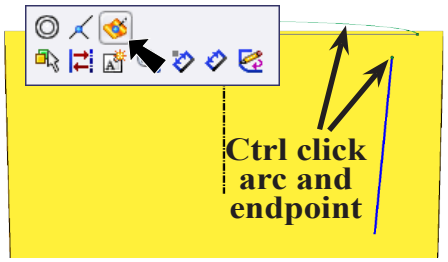

Fig. 34
Step 10. **Ctrl click top endpoint of line** and **arc in loft rear sketch** to select both. Release Ctrl key and click **Make Pierce** on the Content menu. Make Pierce adds a Pierce relation between line and rear sketch, **Fig. 34**.